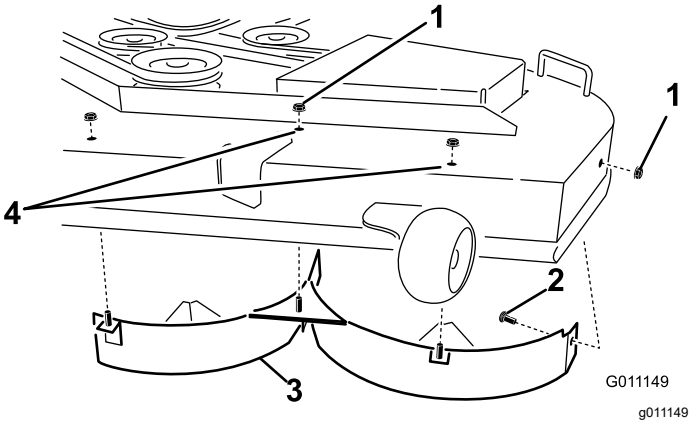

Rysunek 13
4. Odkręć 2 nakrętki zabezpieczające (5/16 cala) znajdujące się na środkowej i lewej pozycji na kołkach lewej przegrody u góry podwozia kosiarki (Rysunek 13).
6. Zdemontuj lewą przegrodę od podwozia tnącego w sposób pokazany na Rysunek 13.